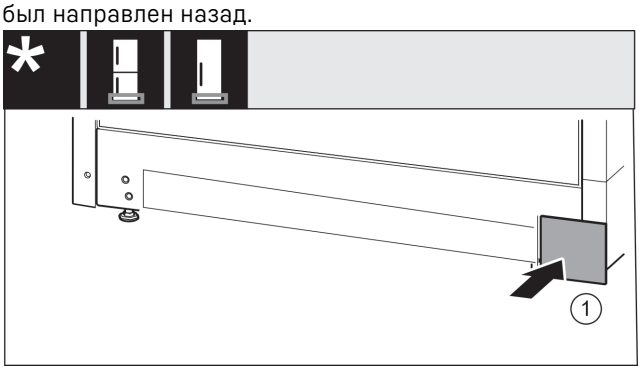

Fig. 17
▶ Снова установите крышку *Fig. 17 (1)* с другой стороны.